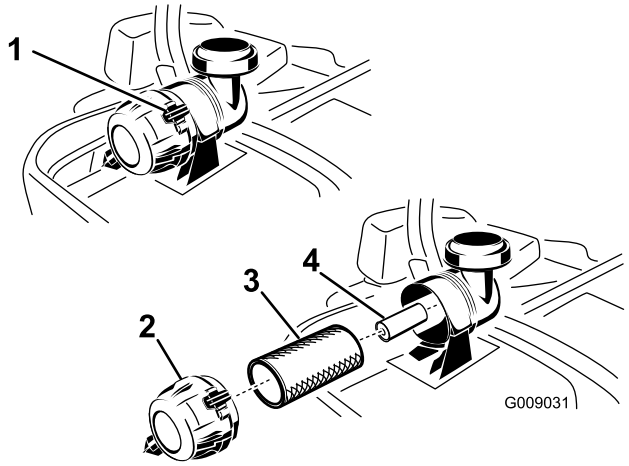

Figur 47
3. Lossa spärrhakarna på luftrenaren genom att trycka dem nedåt och dra av luftrenarkåpan från luftrenarhuset (Figur 47).
5. Dra försiktigt ut huvudfiltret ur luftrenarhuset (Figur 47). Undvik att knacka filtret mot sidan på luftrenarhuset.
1. Rengör inte pappersfiltret, utan byt ut det (Figur 47).
2. Skjut försiktigt in filtret i filterhuset när du byter ut sekundärfiltret (Figur 47).
3. Skjut försiktigt huvudfiltret över sekundärfiltret (Figur 47). Kontrollera att det sitter ordentligt genom att trycka på filtrets yttre kant medan du monterar det.
4. Montera luftrenarkåpan med ventilatorlocket nedfällt och vrid den så att spärrhakarna låser fast kåpan på dess plats (Figur 47).